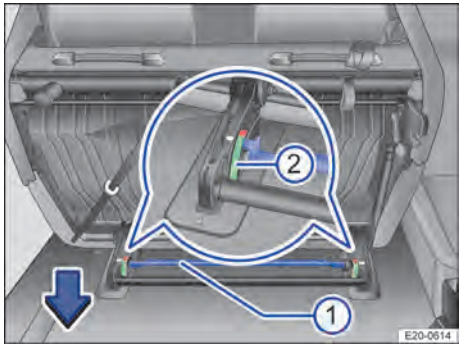

Bilde 70 Andre seterad: Sette inn toseters sittebenk.
2. Trykk stangen → Bilde 70 ① ned i pilretningen til begge låseindikatorene ② er i det grønne området.